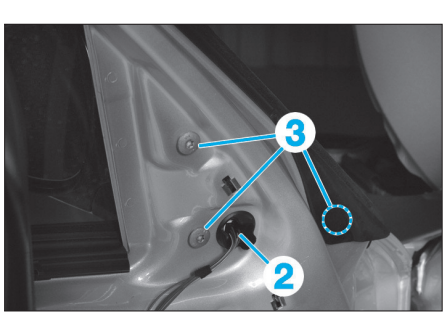

Fig. 99
• Débrancher le connecteur (2) du rétroviseur extérieur **(Fig.99)**.
• Déposer les vis de fixation (3) puis extraire le rétroviseur